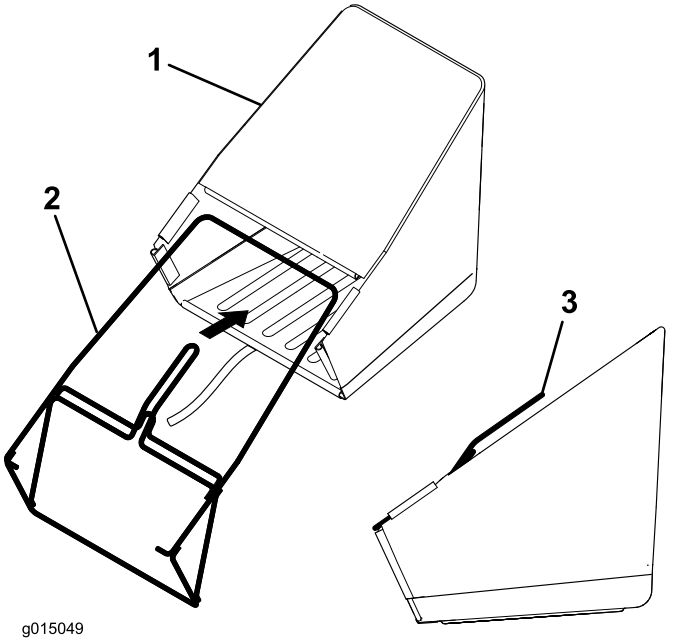

Figur 3
1. Skjut in trådramen för gräsuppsamlaren i uppsamlaren, och se till att handtaget är ovanför tyget (Figur 3).